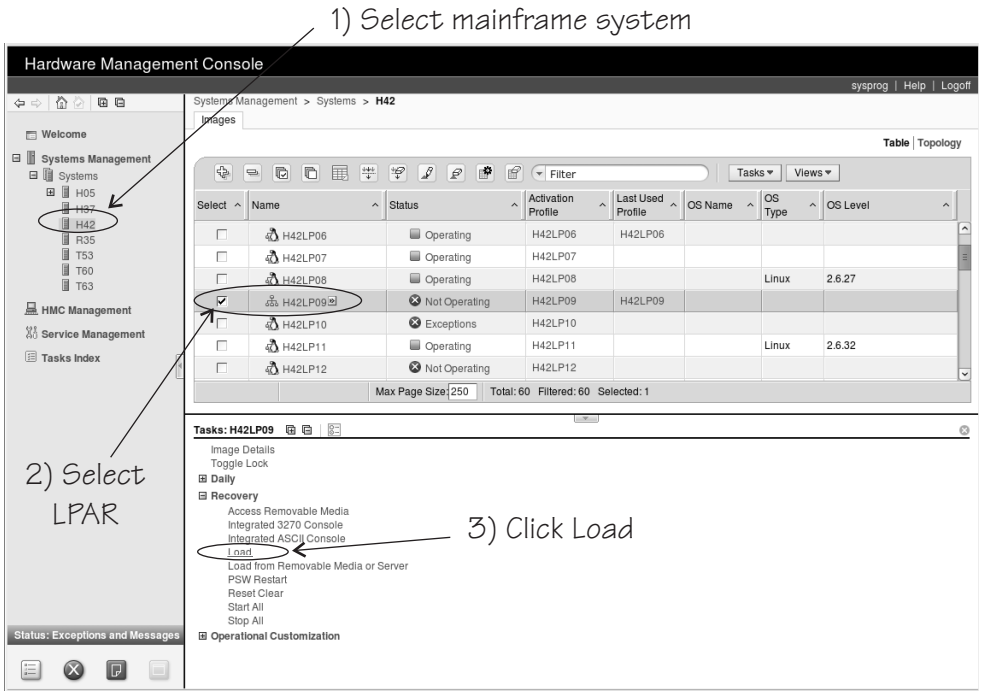

Figure 61. Load task on the HMC
3. In the **Tasks** area, expand **Recovery** and click **Load** (see Figure 61 on page 324).